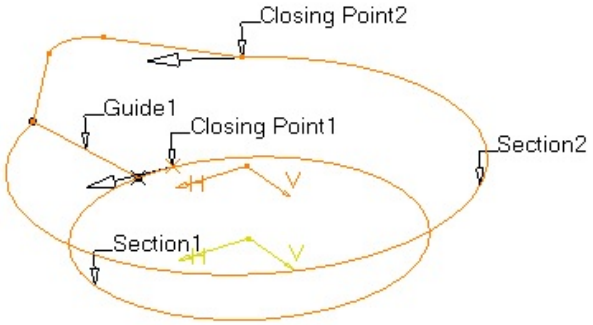

Figure 10-61 *The sketch showing the position of the closing points*
c. Create multi-sections surface, refer to Figures 10-61 and 10-62.
2. Select the sketch that was drawn first as Section 1, refer to Figure 10-61. The name of the selected sketch is displayed in the display box of the **Multi-Sections Surface Definition** dialog box. By default, a closing point is created. Move the cursor on the text in the **Closing Point** column of the dialog box and right-click; a contextual menu is invoked.
3. Choose the **Replace Closing Point** option from the contextual menu and select a point on Section 1 in the geometry area, refer to Figure 10-61.
5. Select the second sketch (second section) from the geometry area and replace the default closing point with the required closing point, refer to Figure 10-61.
7. Select the line created to specify the guide curve for creating a multi-sections surface, as shown in Figure 10-61.